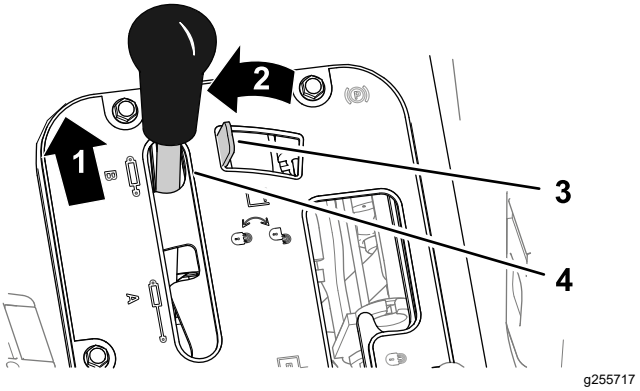
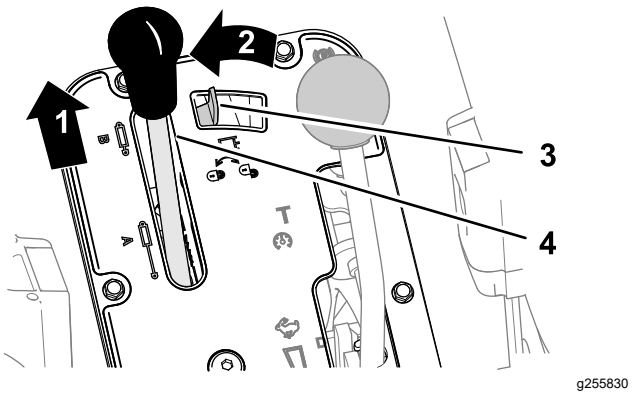

Figure 89
Figure 90
1. Push forward the hydraulic-lift lever (Figure 89 or Figure 90).
2. Move the hydraulic-lift lock left to engage the lock (Figure 89 or Figure 90).